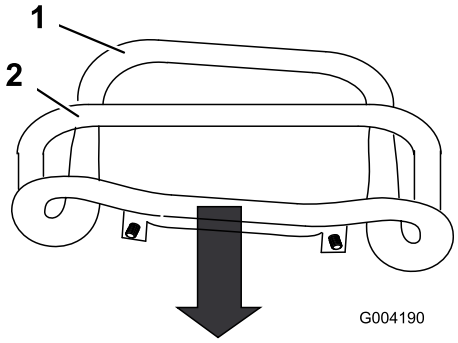

Figur 50
3. Dra drivreglaget rakt bakåt så att reglagets främre del nuddar vid referensstaven (Figur 50).